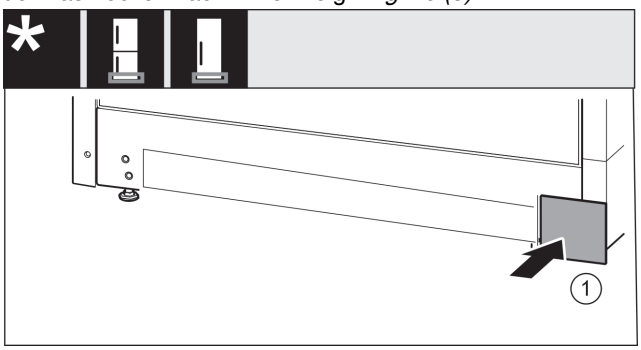

Fig. 20
▶ Abdeckung auf der anderen Seite wieder aufsetzen. *Fig. 20 (1)*